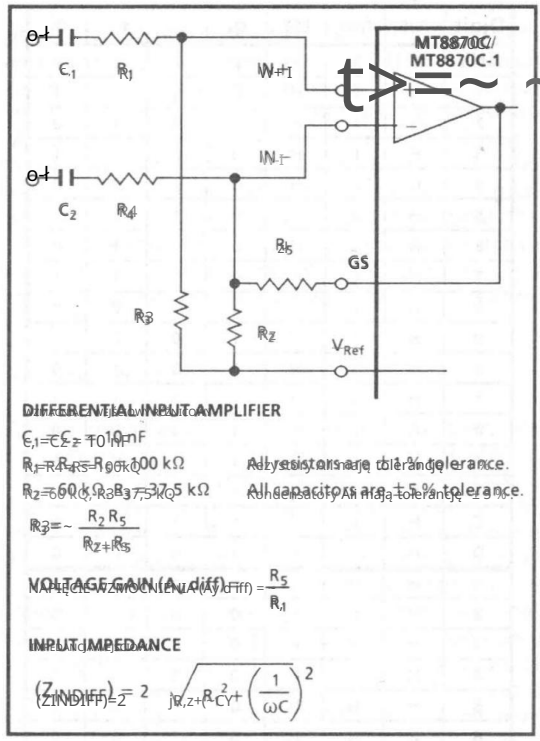
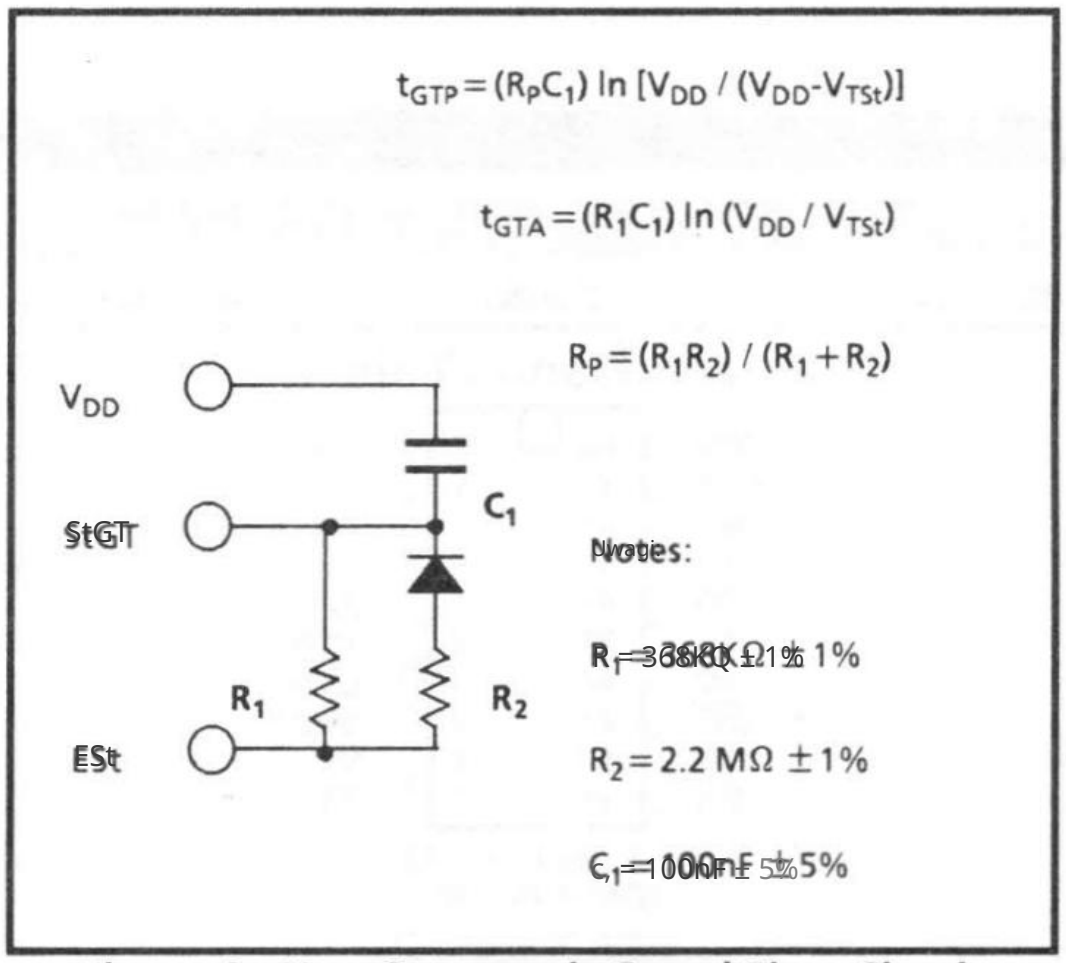
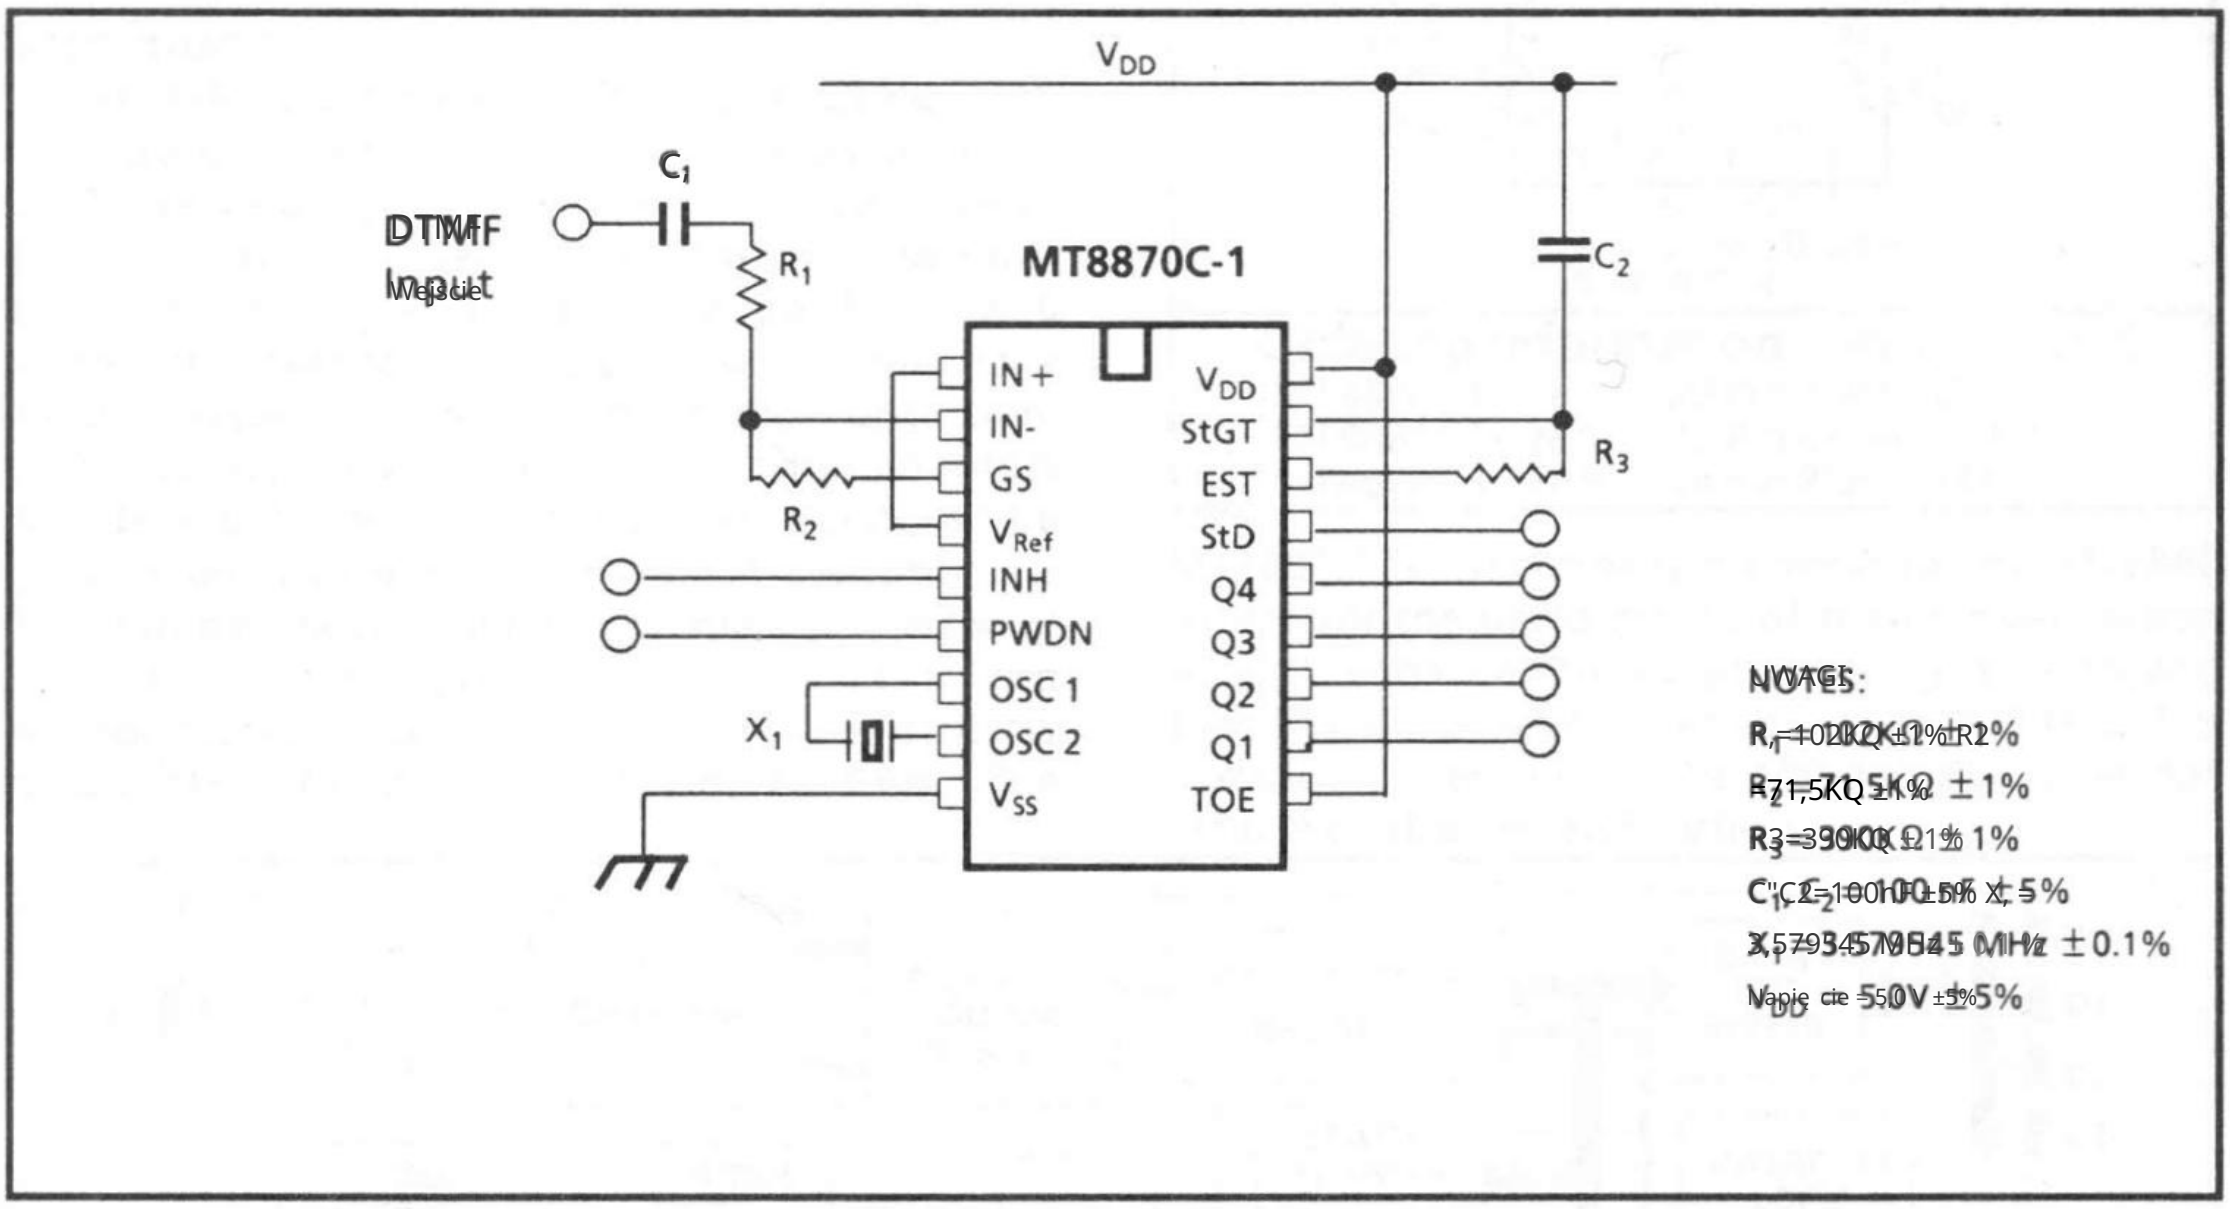

Figure 7 - Differential Input Configuration
Rysunek 9 - Niesymetryczny obwód czasu ochronnego
Rysunek 10 — Konfiguracja wejścia single-ended dla BT or CEPT Spec
Układ wejściowy MT8870C/MT8870C-1 zapewnia wzmacniacz operacyjny o wejściu różnicowym „ponieważ my" jako źródło stronniczości (VRef), które jest wykorzystywane do stronniczości wejścia na mid-rail. Przewidziano także podłączenie rezystora sprzężenia zwrotnego do wyjścia wzmacniacza operacyjnego (GS) dla regulacja wzmocnienia. W konfiguracji single-ended, piny wejściowe są podłączone tak jak pokazano na rysunku 2 ze wzmacniaczem operacyjnym podłączonym dla wzmocnienia jednostkowego i VRef polaryzując wejście na 1/2 VDD. Rysunek 7 pokazuje konfiguracja różnicowa, która pozwala na regulacja wzmocnienia za pomocą rezystora sprzężenia zwrotnego Rf.
The MT8870C/MT8870C-1 may be used in a wide variety of call progress tone detection systems. Figure 9 shows a typical single ended input configuration. For those applications requiring differential inputs, Figure 10 shows the recommended circuit. For further information on differential input configuration, see Figure 7.
Układ pokazany na rys. 10 ilustruje zastosowanie układu MT8870C-1 w typowym systemie odbiornika. Specyfikacja BT definiuje sygnały wejściowe mniejsze niż -34 dBm jako poziom nieoperacyjny. Warunek ten można osiągnąć, wybierając odpowiednie wartości R1 i R2, aby zapewnić tłumienie 3 dB, tak aby sygnał wejściowy -34 dBm odpowiadał -37 dBm na pinie ustawienia wzmocnienia GS układu MT8870C-1. Jak pokazano na schemacie, wartości składowych R3 i C2 to wymagania czasu ochronnego, gdy całkowita tolerancja składowych wynosi 6%. Aby uzyskać lepszą wydajność, zaleca się użycie niesymetrycznego układu czasu ochronnego na rys. 9.